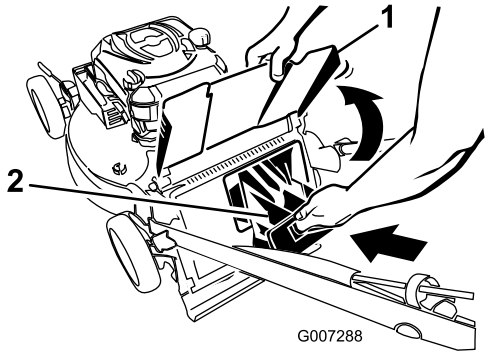

Figur 24
4. Monter bakre utslippsplugg (Figur 24).